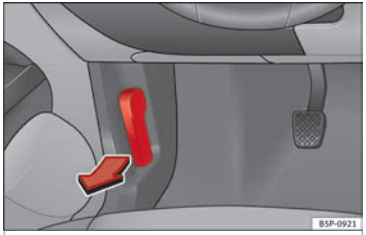

Fig. 144 Detail of footwell area on driver side: lever for unlocking the bonnet
– To release the bonnet, pull the lever under the dash panel ››› **Fig. 144** in the direction indicated (arrow). The bonnet will be released by a spring action ››› ⚠.